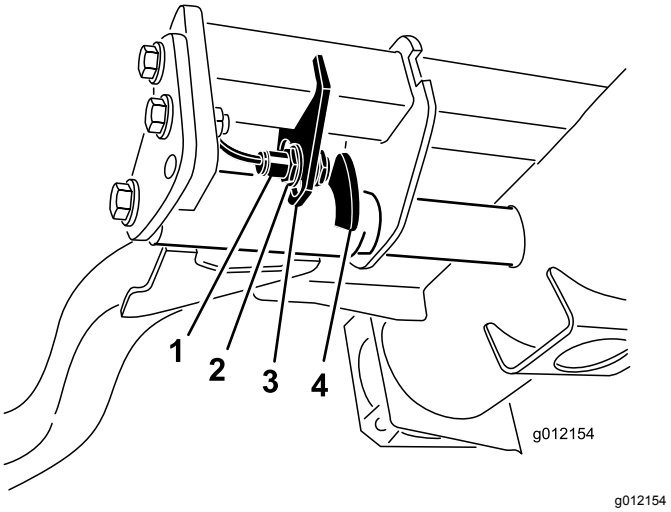

**Figur 36**
2. Lyftarmsbrytaren sitter under hydraultanken, bakom den främre, högra lyftarmen (Figur 36).
3. Lossa brytarens fästskruvar och flytta ned brytaren för att öka lyftarmens vändhöjd, eller flytta upp den för att minska vändhöjden (Figur 36).